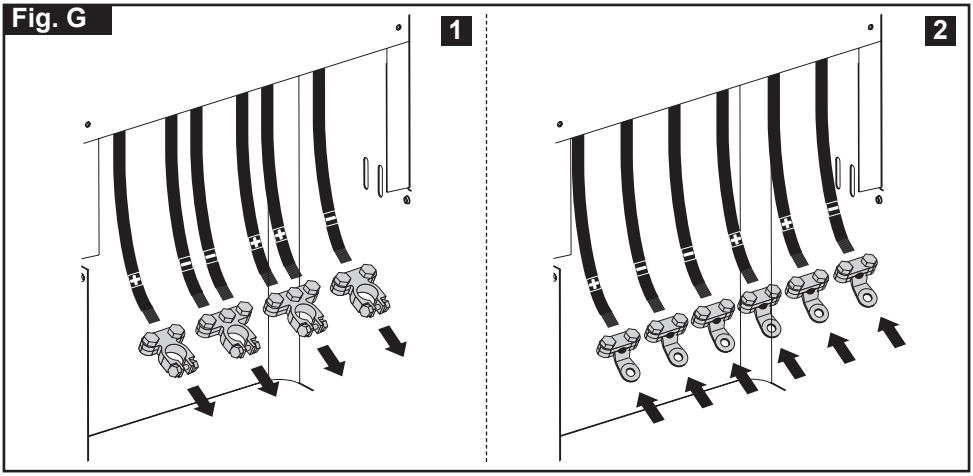
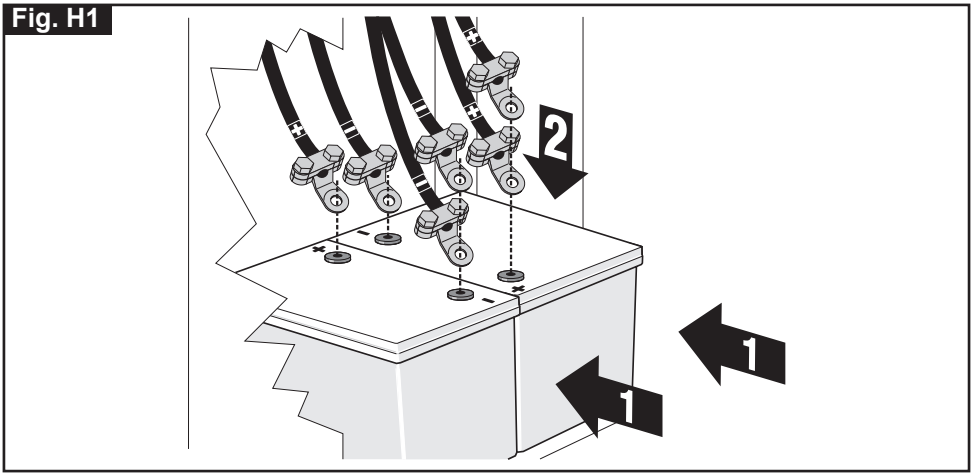

Fig. H1
Fig. H2
- stosuj się do schematu z **Rys. G** przy wymianie zacisków w przypadku połączenia alternatywnego, pokazanego na **Rys.H1** lub **Rys.H2**, wykorzystując zaciski oczkowe dostarczone jako akcesoria.